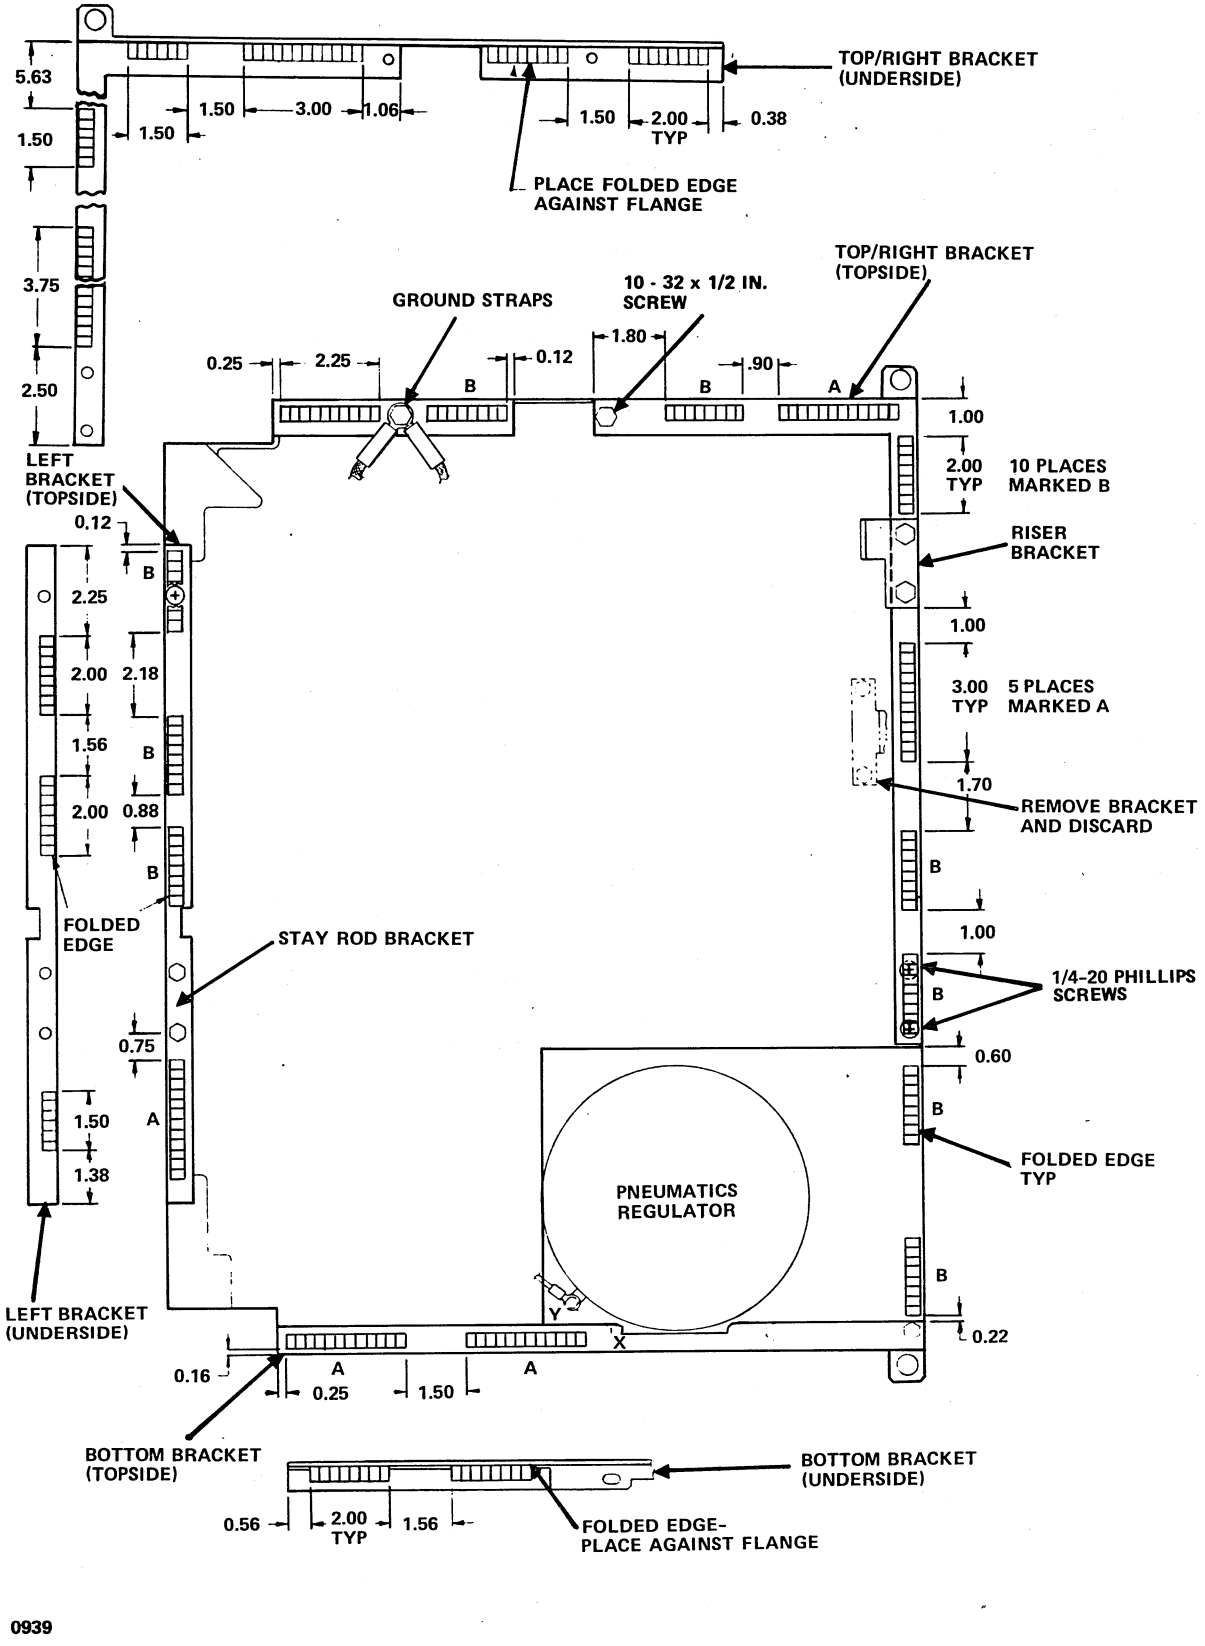

Figure 23-14. EMI Strip Application
3. Select the EMI contact strip (part number 96785600) from the installation kit. Cut the EMI contact strip into segments, as indicated in figure 23-14. Remove the protective cover from the adhesive back of each segment, and attach the segment to the brackets.
4. After all segments of the EMI strips are applied to the underside of the bracket, turn the brackets over. Place the brackets on the support to protect the EMI strips from damage. Cut and attach the segments of the EMI strip to the topside of the brackets, as indicated in figure 23-14, except for the segments that bridge the mounting holes of the brackets.
The EMI brackets were prepared for installation during the magnetic tape transport preparation procedures. Installation of the brackets is identical for single and dual installations except for the part number for the top-right bracket. Refer to figure 23-14 while performing the installation.
5. Select the riser bracket (part number 86738200), two hexagon screws (part number 93592316), two plain washers (part number 10125608), and two lock washers (part number 10125806) from the transport hardware kit. Attach the bracket to the transport deck as illustrated in figure 23-14.
2. Select the stay rod bracket (part number 86734600), two hexagon screws (part number 10126501), two plain washers (part number 10125608), and two lock washers (part number 10125806) from the transport hardware kit. Attach the stay rod bracket and lower section of the left EMI bracket to the transport, as shown in figures 23-14 and 23-16.
2. Relocate the ground wire to the pneumatics regulator cover lower-left attaching screw, as shown in figure 23-14.